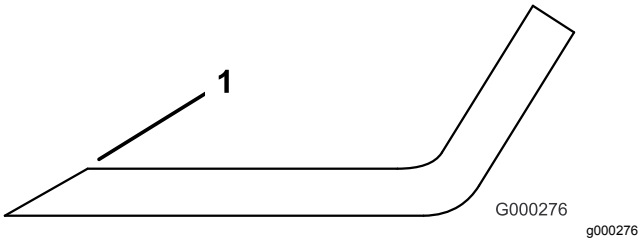

**Figuur 111**
3. Controleer de snijranden van alle messen. Als de snijranden niet scherp zijn of bramen vertonen, moeten ze worden geslepen. Gebruik een vijl om de bovenkant van het mes te slijpen en de oorspronkelijke snijhoek te behouden en te zorgen dat het mes scherp blijft (Figuur 111). Het mes zal in balans blijven als dezelfde hoeveelheid metaal aan beide snijranden wordt weggehaald.